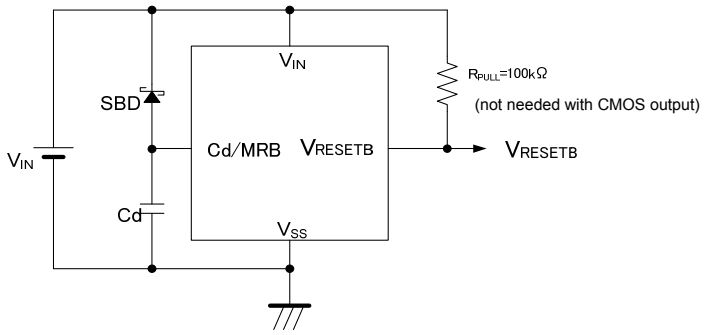

Fig. 5: Circuit example with a Schottky diode connected to the delay capacitance pin
5) If a capacitor is connected to the delay capacitance pin and the power input pin voltage drops suddenly during release operation (for example, from 6.0V to 0V), there is a possibility that the delay capacitance pin voltage will exceed the absolute maximum rating. If there is a possibility that the power input pin voltage will drop suddenly during release operation, connect a Schottky diode between the power input pin and delay capacitance pin as shown in Fig. 5.